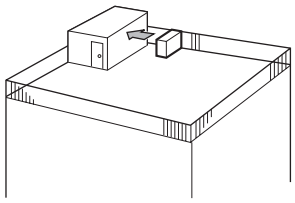

Fig. 2-3
① Positionner la sortie d’air vers le mur le plus proche et à environ 19-11/16 pouce (500 mm) de celui-ci. (Fig. 2-3)